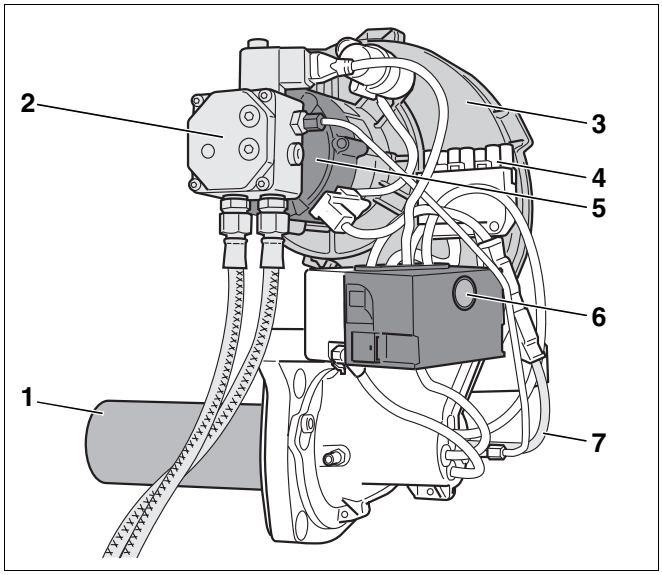
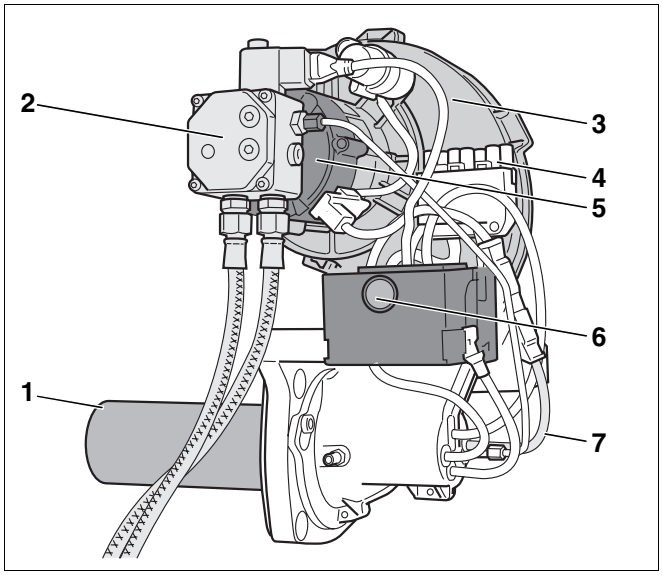

Abb. 1 Brenner Logatop BE 1
Abb. 2 Brenner Logatop BE 2
– Brennerrohr (Abb. 1 und Abb. 2, **Pos. 1**)
– Ölpumpe mit Magnetventil und Ölanschlussschläuchen (Abb. 1 und Abb. 2, **Pos. 2**)
– Brennergehäuse (Abb. 1 und Abb. 2, **Pos. 3**)
– Brenneranschluss für 7-poligen Brennerstecker (Abb. 1 und Abb. 2, **Pos. 4**)
– Brennermotor (Abb. 1 und Abb. 2, **Pos. 5**)
– Ölfeuerungsautomat mit Entstörtaster (Abb. 1 und Abb. 2, **Pos. 6**)
– Flammenfühler (Abb. 1 und Abb. 2, **Pos. 7**)
Der Brenner (Abb. 1 oder Abb. 2) ist über eine Steckverbindung (7-poliger Brennerstecker) mit dem Regelgerät fertig verdrahtet.
Legende für Abb. 1 und Abb. 2: